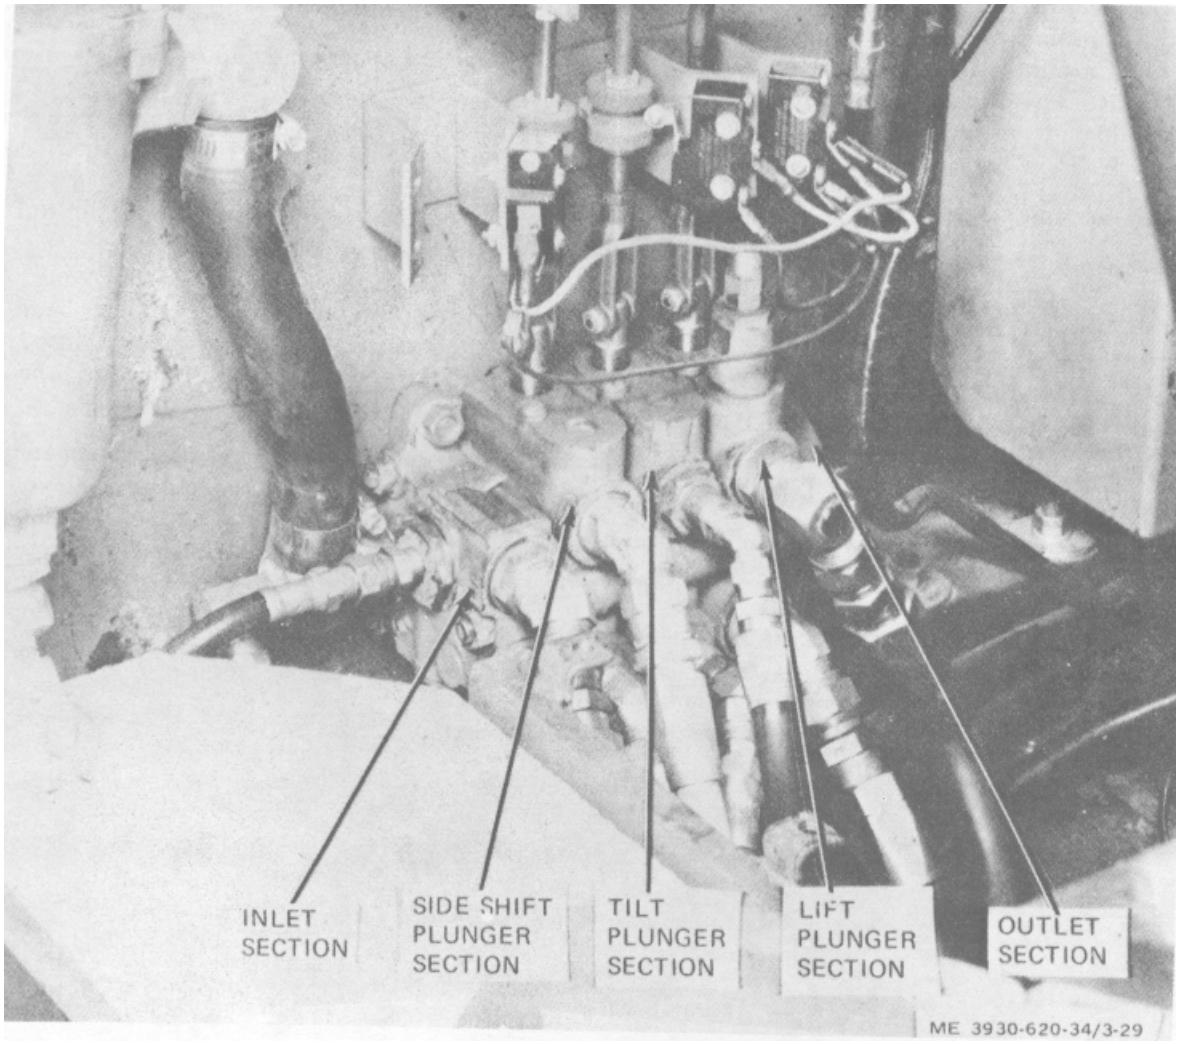

Figure 3-29. Control valve.
a. General. The hydraulic system control valve (fig. 3-29) contains three plunger sections, an inlet section, and an outlet section. Each section may be replaced separately. Parts in each section may be replaced individually, except plunger section housings and their selectively fit plungers, which shall be replaced as units.